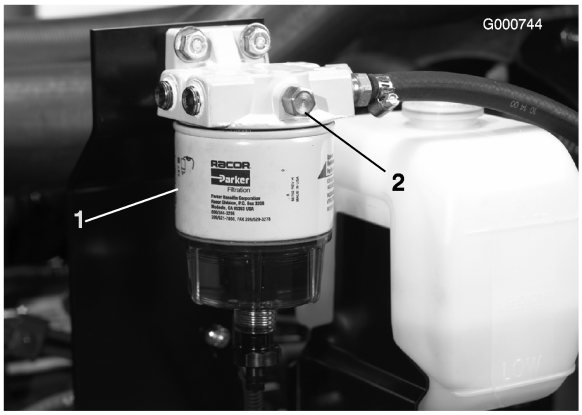

Figura 23
3. Aprite il tappo di sfiato sul filtro carburante/separatore di condensa (Figura 23).